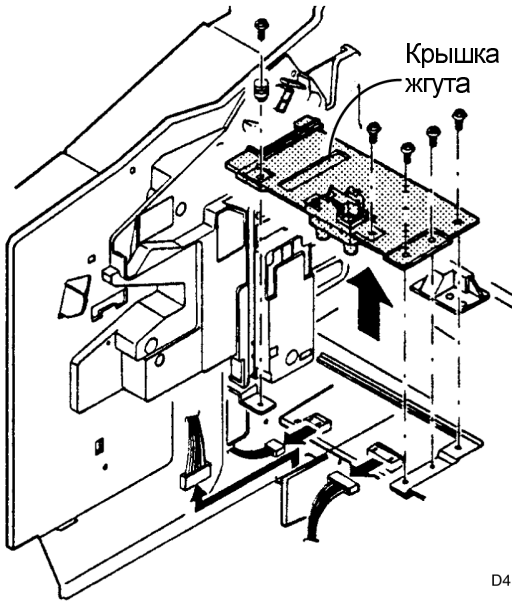

Рисунок 1. Снятие крышки разъемов
2. (Рисунок 1): Снимите крышку разъемов.